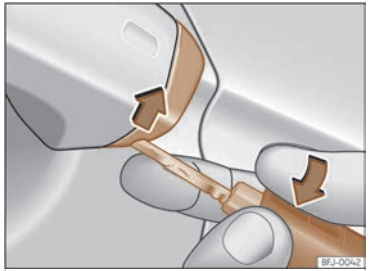

Fig. 50 Manecilla de la puerta del conductor: desprender la tapa haciendo palanca.
- Introduzca el espadín en la abertura inferior de la tapa de la manecilla de la puerta del conductor y eleve la tapa de abajo hacia arriba ››› fig. 50.